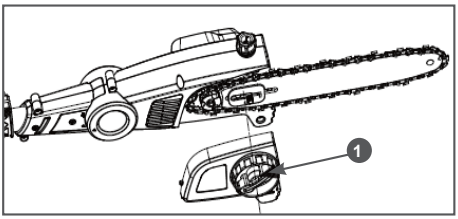

Рис. 2. Снятие крышки шины
2. Поверните гайку 1 крепления крышки шины (Рис. 2) против часовой стрелки и снимите крышку с корпуса пилы.